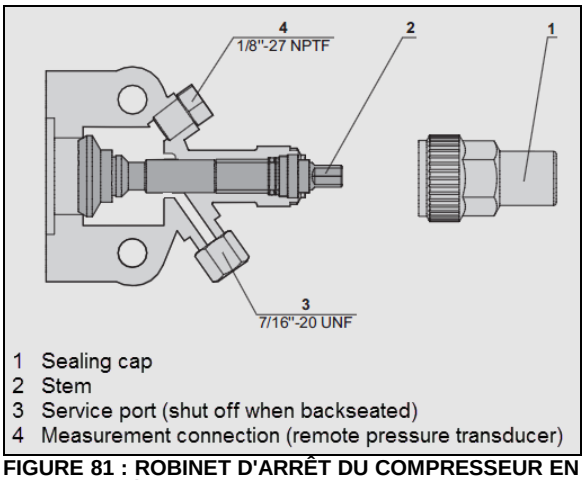

FIGURE 81 : ROBINET D'ARRÊT DU COMPRESSEUR EN POSITION SIÈGE AVANT
3. Fermer (siège avant) le robinet d'arrêt d'évacuation du réservoir de stockage en tournant la tige dans le sens horaire (Figure 47 et Figure 81).
10. Fermer (position siège avant) le robinet d'arrêt d'aspiration du compresseur (Figure 81).